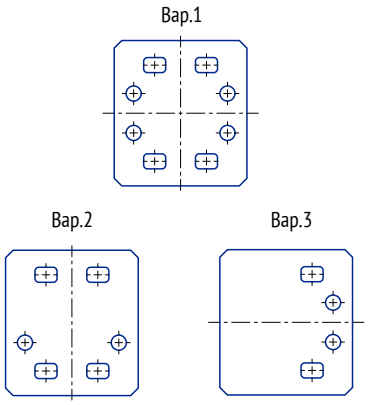

Рисунок 5
6.7 Изображение симметрии см. на рис. 5.